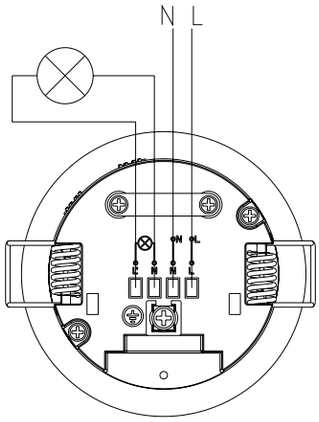

fig.3
- Conecte los cables de alimentación y de las luminarias a la regleta, según el diagrama de conexiones (fig 3).